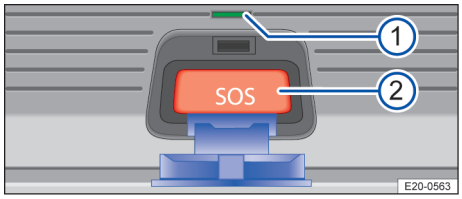

Fig. 50 Élément de commande pour l'appel d'urgence : témoin de contrôle et touche
En fonction du mode de fonctionnement, le témoin de contrôle s'allume dans différentes couleurs et séquences lumineuses → fig. 50 ①:
2. Appuyez sur la touche d'appel d'urgence → fig. 50 ② pendant quelques secondes sans la relâcher. L'appel d'urgence est déclenché et une connexion vocale est établie avec le centre de coordination du sauvetage.